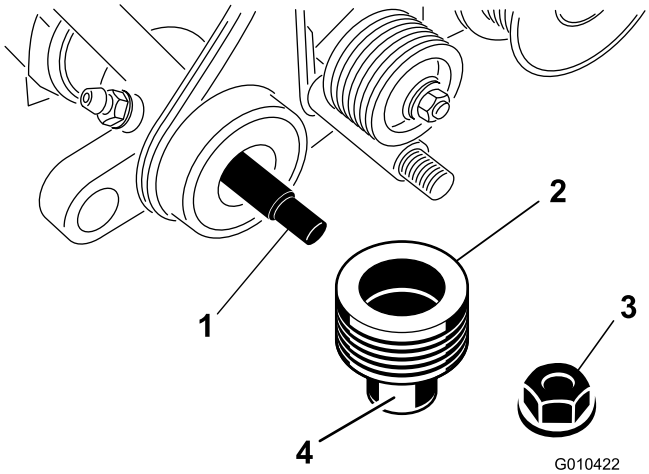

Figur 8
3. Påfør smøremiddel på utsiden av den drevne remskiven, som vist i Figur 8.
4. Før lederullen inn på trimsatsakselen (Figur 8).
5. Fest lederullen til akselen med en låsemutter (3/8 tomme) som vist i (Figur 8).